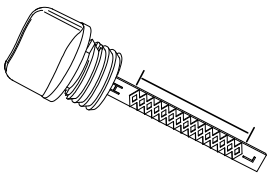

Figure 2-9. Safe Operating Range
6. See ***Figure 2-9***. Remove dipstick and verify oil level is within safe operating range.